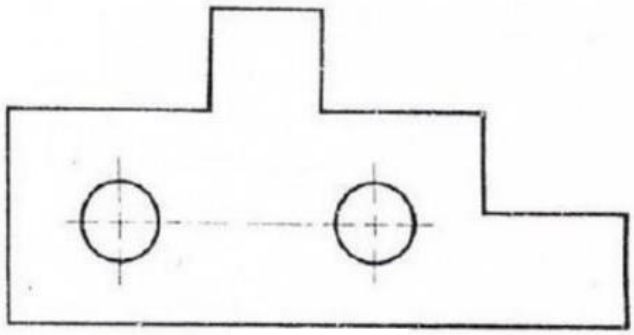

Fig.7
- Copy Fig. 7 to 1:1 scale and dimension it using Aligned system with Progressive dimensioning method